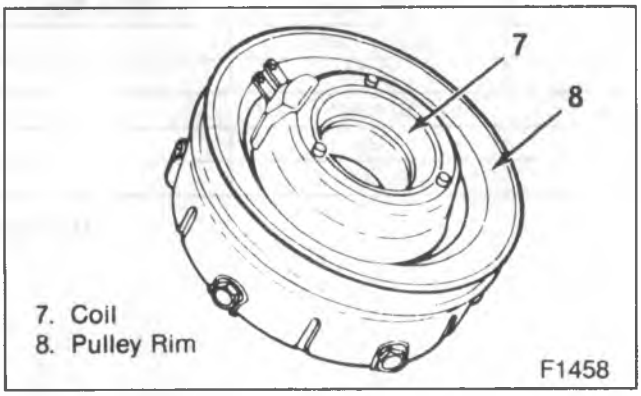

Figure 80 – Clutch Coil, Pulley Rim, Rotor and Bearing Assembly
- Clutch (7), pulley rim (8), clutch rotor (5) and bearing (6) (figure 80).